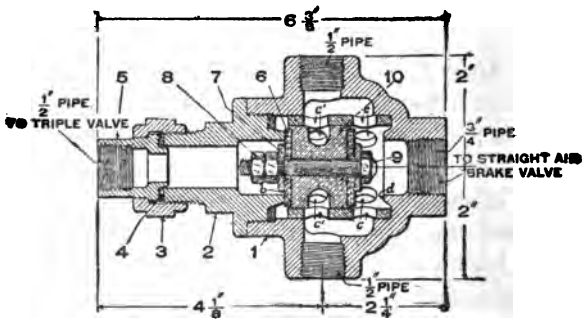

FIG. 65.—DOUBLE CHECK VALVE.
Q. Explain the mechanism of the double check valve (Fig. 65).